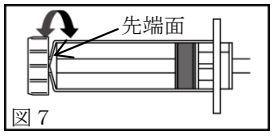

図７
②先端面に羽を押し付けるようにしてハンドルを左右に数回小刻みに回し、先端面の粉を削ぎ取り、羽が先端面まで到達したことを目視で確認してください。（図７）